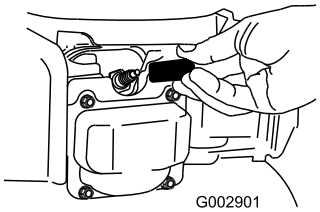

**Figur 35**
2. Lossa tändkabeln från tändstiftet (Figur 35) innan du utför underhåll.